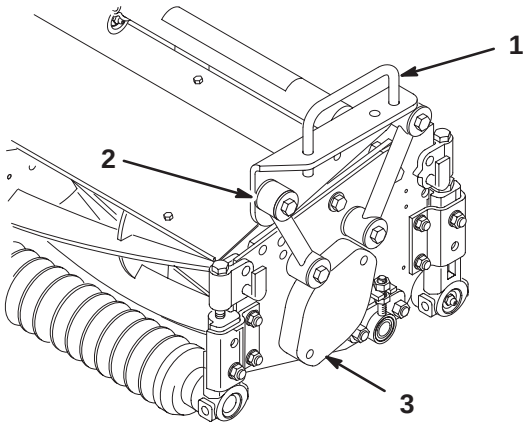

Figur 5
3. Fastgør hver monteringsforbindelse til bærerrammen med en maskinskrue (3/8 x 2-1/4 tomme), 2 flade skiver og en låsemøtrik som vist i figur 5. Anbring en skive på hver side af forbindelsen ved montering. Spænd til 42 Nm.